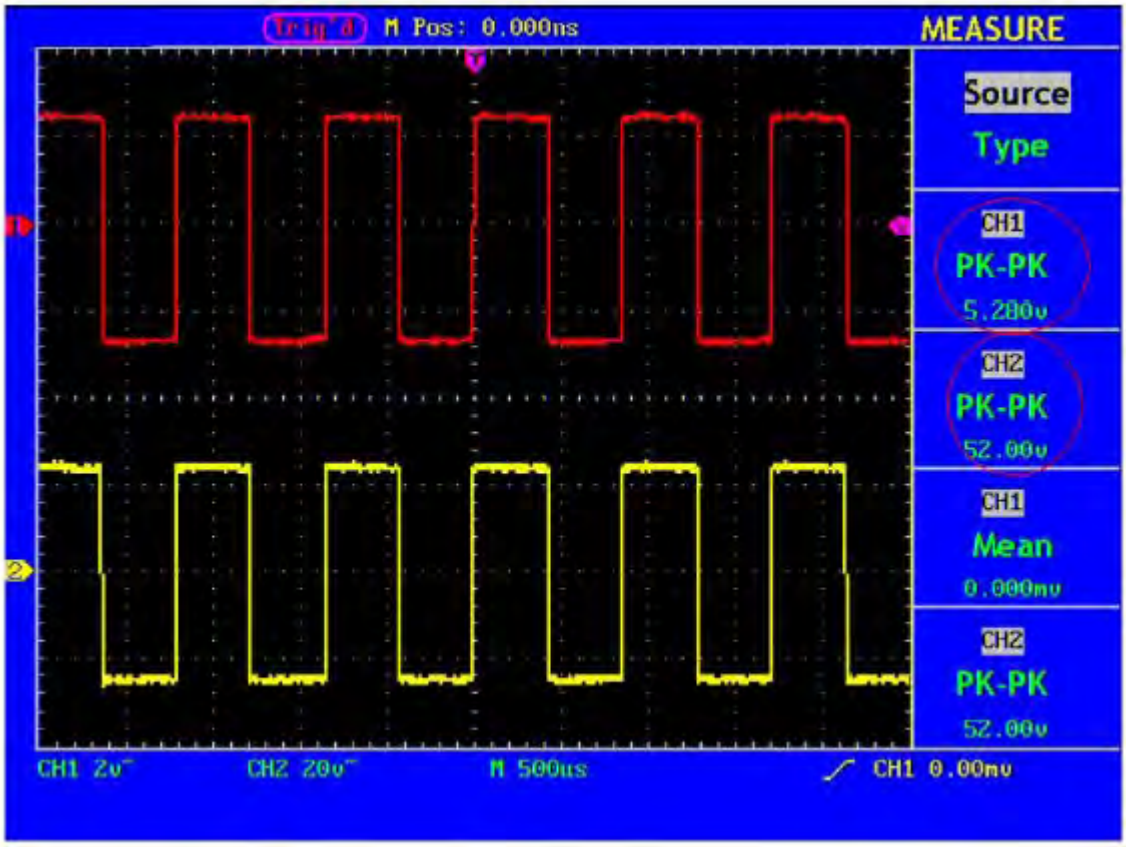

Fig. 55 Wave Form of Gain Measurement
9. Read the peak-to-peak values of Channel 1 and Channel 2 from the displayed menu (see Fig. 55.